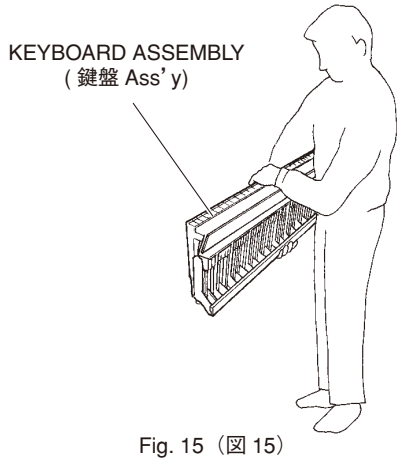

Fig. 15（図 15）
* ***When carrying the keyboard assembly, set it in the perpendicular position and hold the center section of the frame. (Fig. 15)***
※ **鍵盤 Ass'y を持ち運ぶときは、必ず垂直な状態でフレームの中央を支えてください。(図 15)**